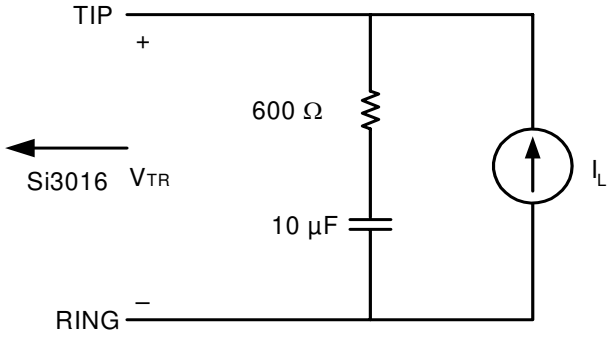

Figure 1. Test Circuit for Loop Characteristics
(T_A = 0 to 70 °C for K-Grade and –40 to 85 °C for B-Grade, See Figure 1)
1. Measured at TIP and RING with 600 Ω termination at 1 kHz, as shown in Figure 1.